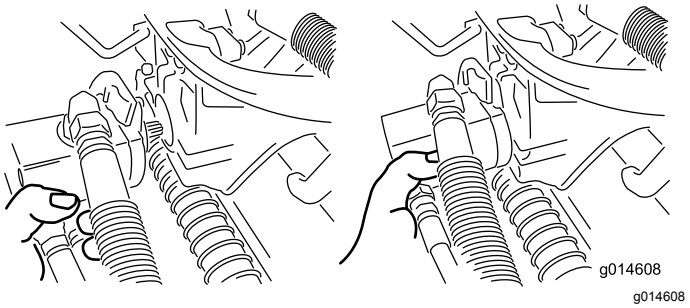

**Figur 49**
3. Flytta motorn till förvaringsutrymmet framför upphängningsarmen (Figur 49).